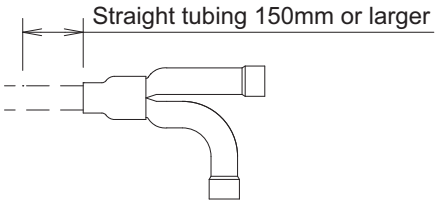

Fig. 2-331
- For branching tubes, install 150mm or larger (including reducer) straight tubing up to the point where the tube branches (or after the point where the tubes join together). (Fig. 2-331)